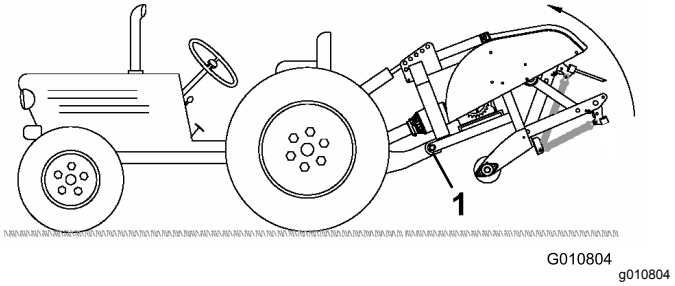

**Figur 26**
**Merk:** For å unngå at du hever trekkenheten for høyt, fester du løftearmene i de øverste hullene på løftebraketten (hvis utstyrt) (Figur 26). Maksimal vinkel på kraftuttaksakselen er 35°.